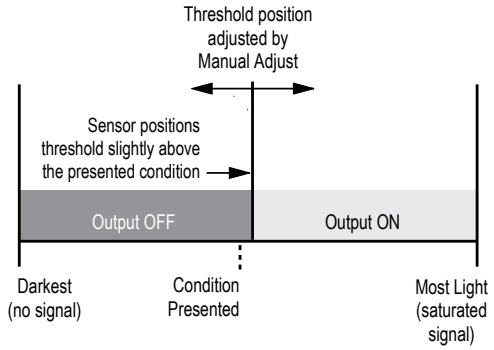

Figure 11. Single-Point Dark SET (Light Operate shown)
- Sets a threshold slightly above the taught condition (see *Figure 11. Single-Point Dark SET (Light Operate shown)* on page 10)